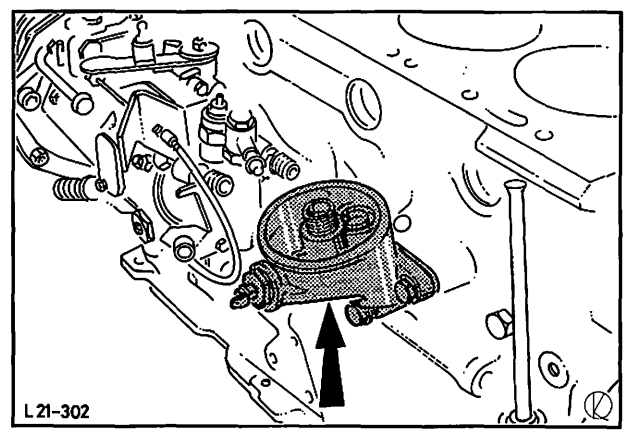

Abb. 79 Ölfilterflansch anschrauben
56. Ölfilterflansch mit neuer Dichtung anschrauben und mit vorgeschriebenem Drehmoment festziehen, Abb. 79.